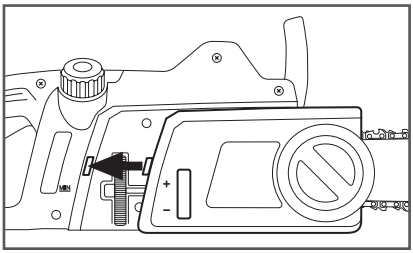

Рис. 6 Установка крышки шины
6. Удерживая шину неподвижно, установите крышку шины обратно на электропилу, вставив выступ на крышке в отверстие в корпусе электропилы (Рис. 6).